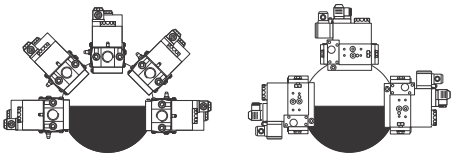

Fig. 24
1. Allentare le viti A e B **non** svitare (Fig. 24 e Fig. 25).
2. Svitare le viti C e D (Fig. 24 e Fig. 25).